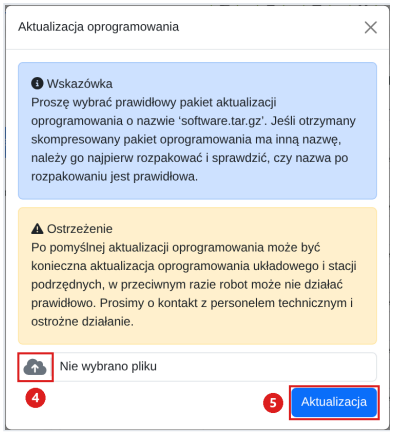

Rys. 6. Okno Aktualizacja oprogramowania: ikona chmury (4), przycisk Aktualizacja (5). Zrzut z panelu 4.0.
4. W oknie **Aktualizacja oprogramowania** kliknij ikonę chmury (Rys. 6, znacznik 4) i wybierz plik **software.tar.gz** z rozpakowanego folderu. Nie wybieraj pliku .zip.
5. Kliknij **Aktualizacja** (Rys. 6, znacznik 5). Plik zostanie przesłany do robota i zacznie się aktualizacja. Panel pokazuje pasek postępu. Nie zamykaj przeglądarki i nie wyłączaj kontrolera.